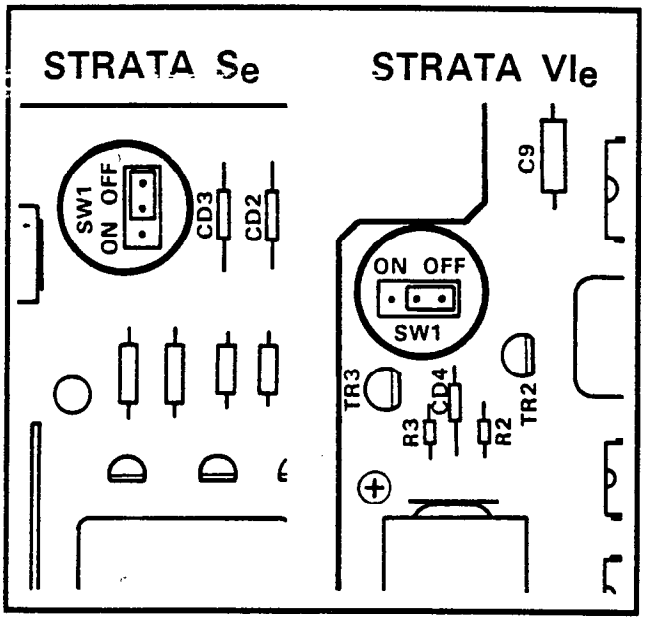

FIGURE 1—SCCU/VCCU BATTERY STRAP
02.05 Whenever storing or shipping, always ensure that the battery strap is in the **OFF** position (Figure 1). The SMAU/VMAU is a "host" board for the SCCU/VCCU (which is required) and they are shipped as an assembled unit.